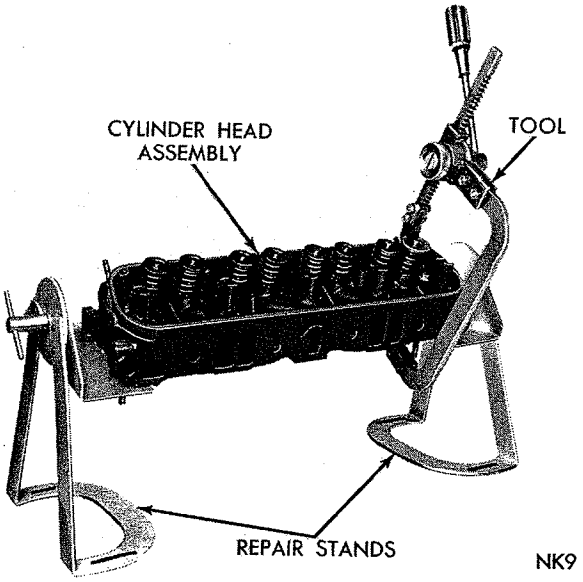

*Fig. 15—Compressing Valve Spring (Typical)*
(1) With cylinder head removed, compress valve springs using Tool C-3422A, as shown in Fig. 15.
(2) Remove valve retaining locks, valve spring retainers, valve stem cup seals and valve springs. **Remove any burrs from the valve stem lock grooves to prevent damage to the valve guide when valves are removed.**